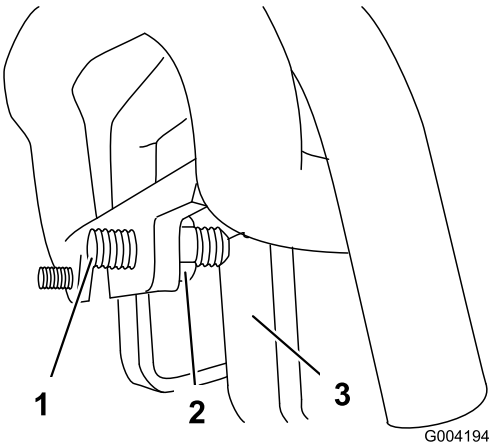

**Figuur 53**
3. Als de tractie-eenheid naar **links** afwijkt, draai dan de **rechter** contramoer los en stel de stelschroef op de voorzijde van de tractiebediening af (Figuur 53).
4. Als de tractie-eenheid naar **rechts** afwijkt, draai dan de **linker** contramoer los en stel de stelschroef op de voorzijde van de tractiebediening af (Figuur 53).